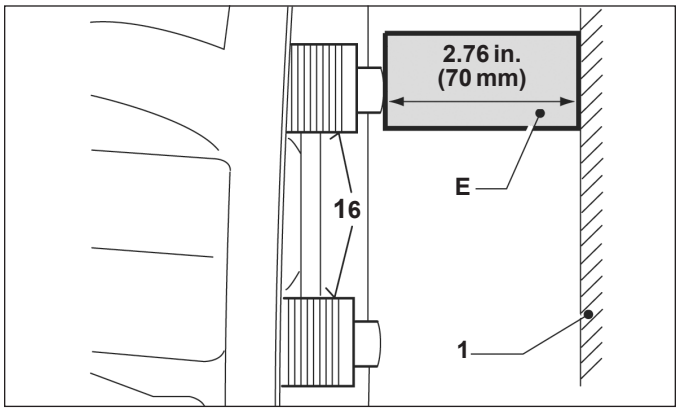

Figure 52 – Use of a Spacer (off-vehicle inspection)
If the work is being carried out at a workbench, the technician may insert a 2.76 in. (70 mm) spacer *(See callout "E" in Figure 52)* into the caliper (1) to help avoid the loss of thread engagement.
5.5.11 For threads that are in good condition, grease the threads with white grease (Part No. II14525 or K021964). Before installing the replacement inner seals (22), retract the threaded tubes by turning the shear adapter (61) counterclockwise.